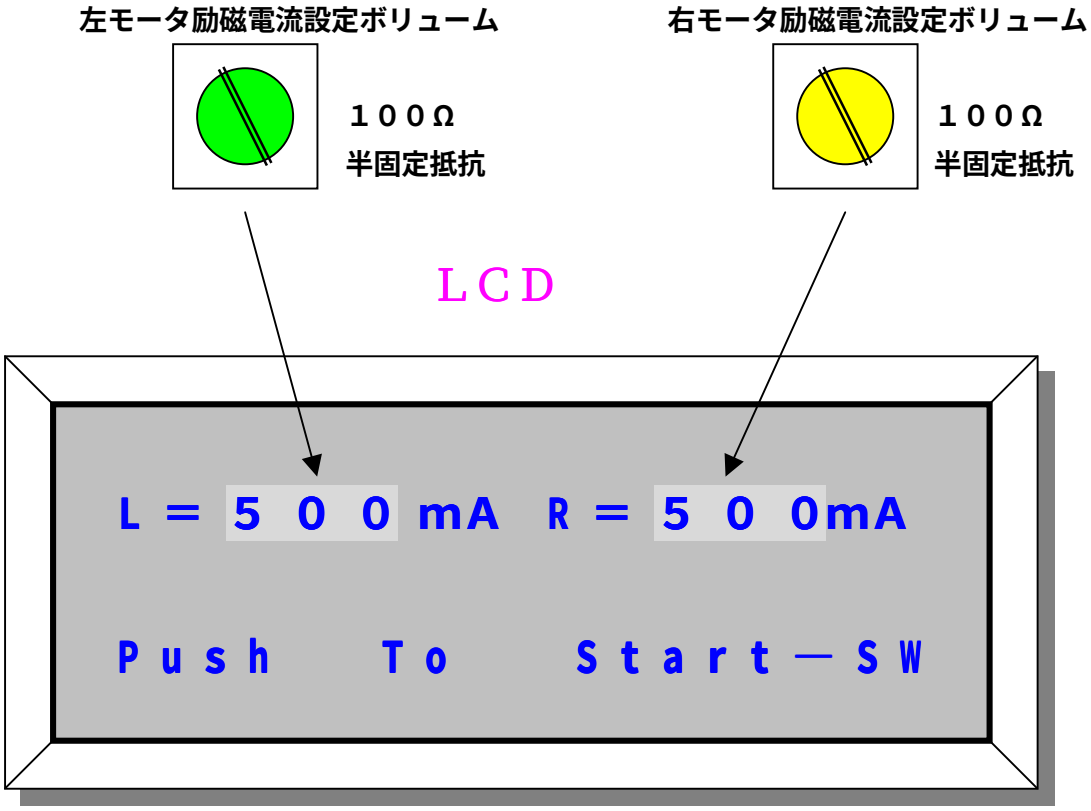

図９　モータ電流の調整
① 電源スイッチをオンにします。ＬＣＤ表示器には「Ｗｅｌｃｏｍ　ｔｏ　ＯＡＫＳ－ＬＡＢＯ」メッセージが数秒間表示後、図９のような表示画面に切り替わります。
② 左右モータ用の２つの励磁遮断スイッチを共にＯＦＦします。この時、ＬＣＤ表示器の電流値は「Ｌ＝０００mA　Ｒ＝０００mA」のように共に０［mA］となっている事を確認して下さい。
③ 左モータ用励磁遮断スイッチをＯＮにします。図９で示されるように、左モータ
④ 右モータ用励磁遮断スイッチをＯＮにします。図９で示されるように、右モータ励磁電流設定ボリュームを調整し、右モータ電流が約「Ｒ＝５００mA」となるように調整して下さい。電流値は、常に±４０［mA］程度変動変動しています。変動の中間値として５００［mA］程度が表示されればＯＫです。